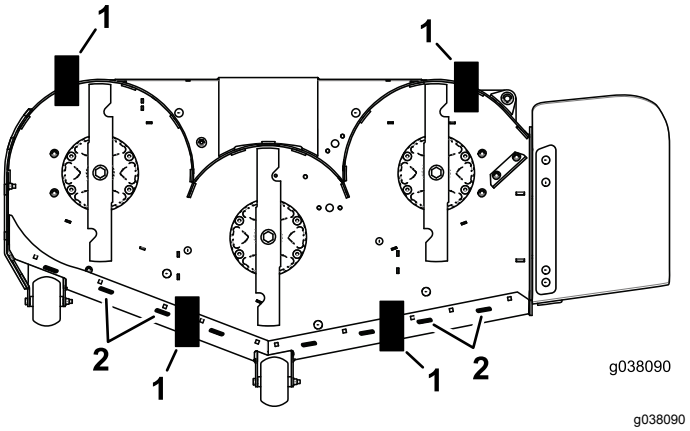

Figure 83
10. Placez une cale (voir le Tableau de hauteur de cale et d'inclinaison) sous le bord arrière de la jupe du tablier de coupe de chaque côté du tablier de coupe (Figure 83).